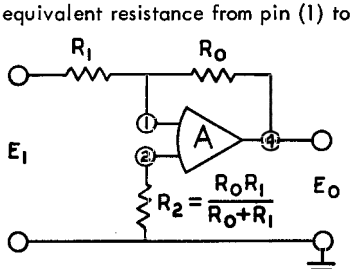

Fig. 51. Drift stabilizing the inverting amplifier.
In some Burr-Brown Operational Amplifiers, input connections are made directly to the bases of a matched pair of input transistors. Thus, variations in base current and emitter to base voltage caused by external changes, i.e. temperature, will tend to cause both input transistors to vary in the same direction. Since the base currents must flow to ground through the external feedback network, drift effects can be minimized by: (1) using the lowest resistance levels consistent with input impedance requirements and output current capability; and (2) balancing the resistances from the two inputs to ground. For the amplifier shown in Fig. 51, this latter consideration is satisfied by connecting a resistor from pin (2) to ground equal to the equivalent resistance from pin (1) to ground.